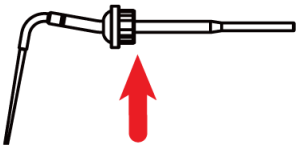
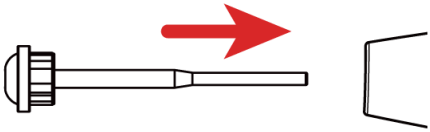

Figur 6 Arbeidstips
Figur 7 Installasjon av arbeidsspiss
3. Velg ønsket arbeidsspiss og den sekskantede pluggen på arbeidsspissen (som angitt med den røde pilen i figur 6). Når du installerer arbeidsspissen som vist i figur 7, kan du velge riktig retning i henhold til bruken for å sette arbeidsspissen inn i instrumentet.